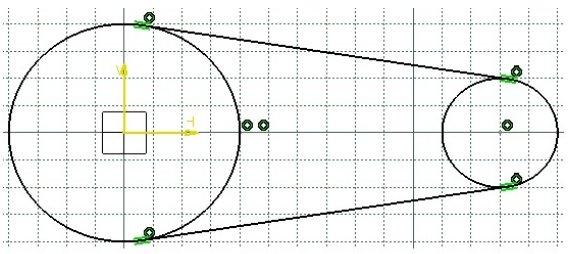

Figure 3-64 *The sketch after drawing the second tangent line*
10. Similarly, draw a tangent line on the lower side of the sketch by selecting the fourth quadrants of the first and second circles. Figure 3-64 shows the sketch after drawing the second tangent line.